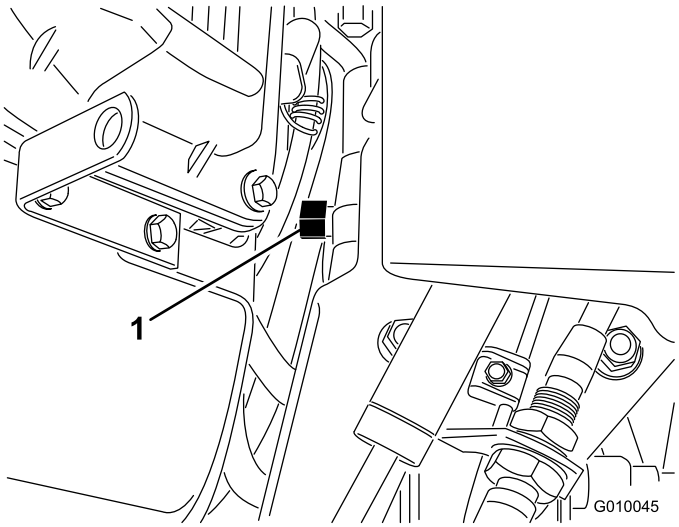

Figure 30
2. Localisez la vanne de dérivation entre le moteur et la pompe hydrostatique (Figure 30).
3. À l'aide d'une clé de 5/8 pouce, tournez la vanne de dérivation d'un tour dans le sens antihoraire. Cela permet au liquide hydraulique de contourner la pompe et aux roues de tourner (Figure 30).
5. Pour remettre l'aérateur en service, tournez la vanne de dérivation d'un tour dans le sens horaire (Figure 30).